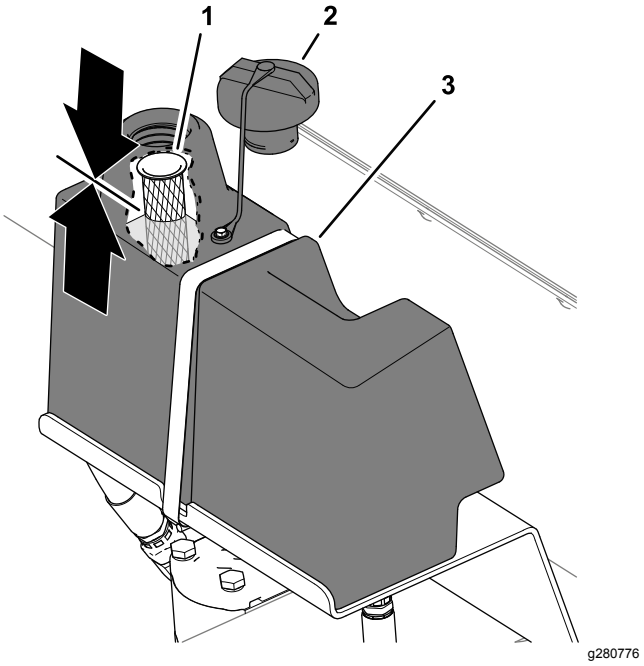

Rysunek 35
2. Wyczyść obszar wokół korka i szyjki wlewu zbiornika hydraulicznego i odkręć korek (Rysunek 35).
Poziom oleju powinien sięgać połowy odległości od sita szyjki wlewu (Rysunek 35).
5. Załóż korek zbiornika oleju hydraulicznego (Rysunek 35).
5. Wyczyść obszar wokół korka i szyjki wlewu zbiornika hydraulicznego i odkręć korek, patrz Rysunek 35 w Sprawdzanie poziomu płynu hydraulicznego (Strona 29).
8. Załóż korek zbiornika oleju hydraulicznego, patrz Rysunek 35 w Sprawdzanie poziomu płynu hydraulicznego (Strona 29).